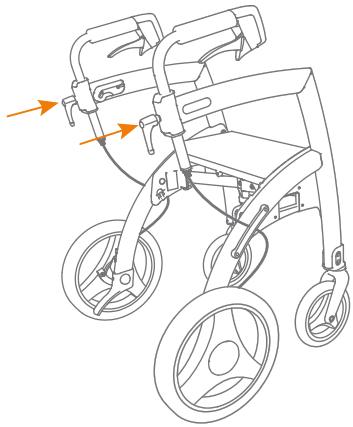

Figuur 1: Voor gebruik twee verstelgrepen indraaien.
a. Draai beide verstelgrepen in totdat ze niet verder kunnen. Dan zijn de handgrepen vergrendeld **(Figuur 1 en 2)**.